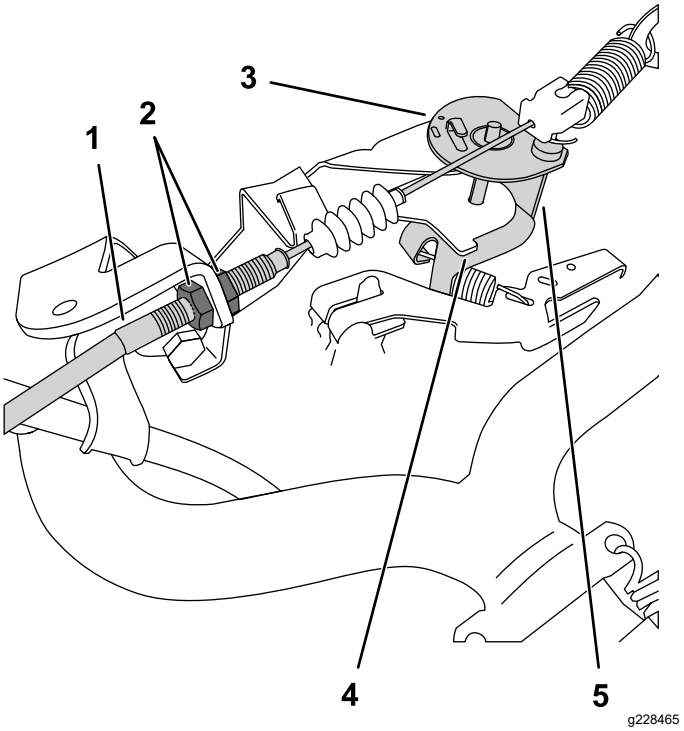

Figur 38
3. For at øge den lave tomgangshastighed skal du ved gaskablet løsne den forreste kontramøtrik og stramme den bageste kontramøtrik (Figur 38).